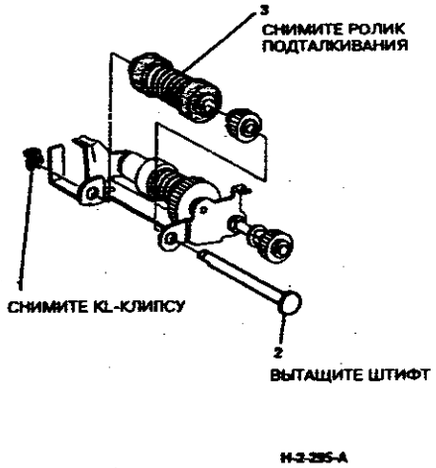

**Рисунок 4. Снятие ролика подталкивания**
5. (Рисунок 4) Снимите ролик подталкивания.